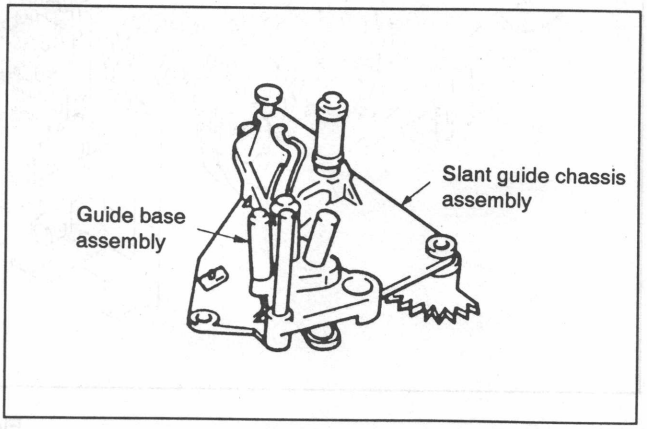

Fig. 7-29.
2) Set the slant guide chassis assembly ❸ guide base assembly in unthreaded state (guide base assembly is on front panel side) and mount. (See Fig. 7-29.)